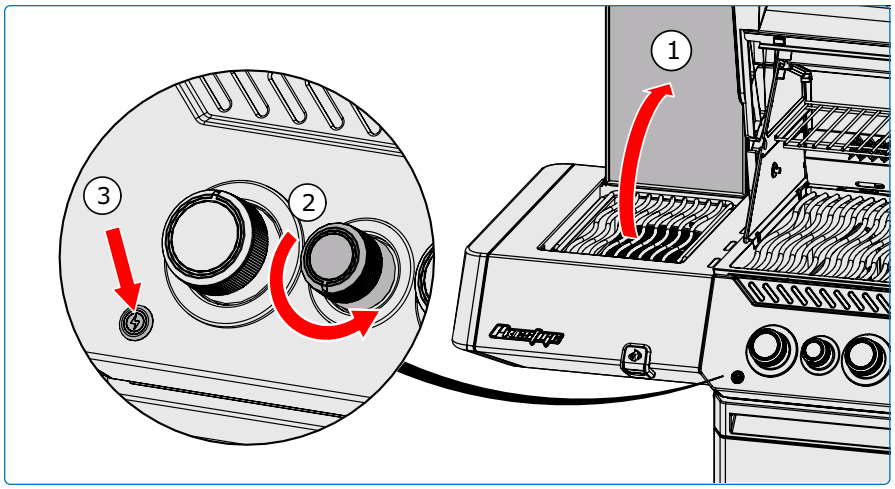

Fig. 7
4. Si el quemador no se enciende en 5 segundos, gire la perilla de control del quemador en sentido a las agujas del reloj a la posición APAGADO. Espera 5 minutos. Repita los pasos 2 y 3 o consulte las «Instrucciones de encendido alternativas» **(Fig. 7).**